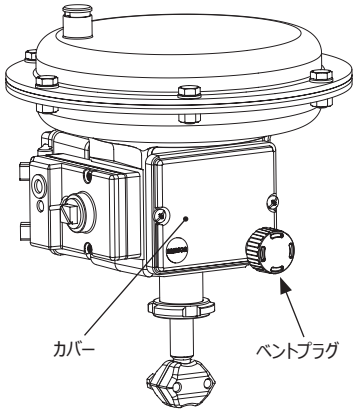

図 7: 弁取り付け時にカバーに装着したベントプラグ
8. カバー(11)を反対側に取り付けます。調節弁を取り付けるときに、回収された凝縮水を排出できるようにベントプラグが下部に取り付けてあることを確認してください (図 7)。
8. カバー（11）を反対側に取り付けます。調節弁を取り付けるときに、回収された凝縮水を排出できるようにベントプラグが下部に取り付けてあることを確認してください（30 ページの図 7 を参照）。